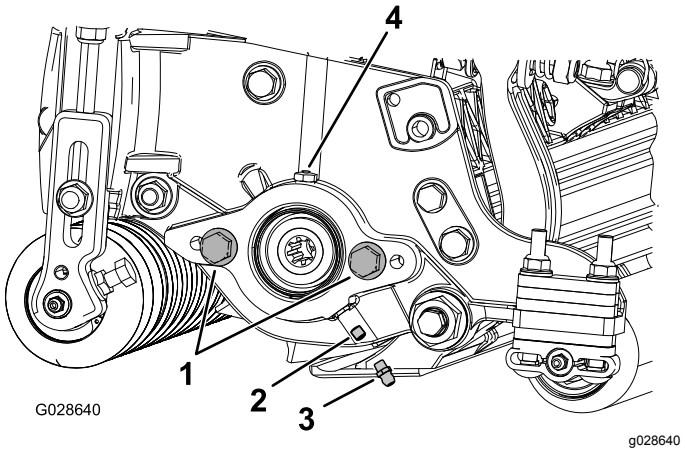

Figura 6
1. Retire y deseche el tornillo de fijación de la chapa lateral del motor del molinete (Figura 6).
2. Instale el engrasador recto (Figura 6).
3. Si no hay tornillos en la chapa lateral del motor del molinete, instálelos (Figura 6).
5. Instale el motor de molinete y engrase la chapa lateral hasta que salga el exceso de grasa del orificio de ventilación (Figura 6).